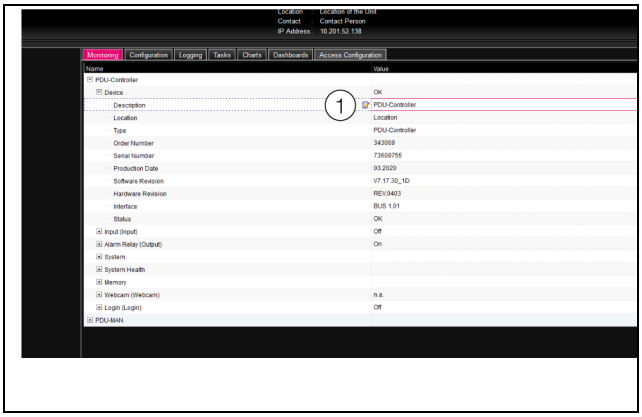

Fig. 54: Editable parameter with "Edit" symbol
For all parameters that can be changed, an "Edit" symbol in the form of a stylised notepad and pen will appear after the respective parameter if the mouse pointer is placed in the relevant line (fig. 54, item 1).